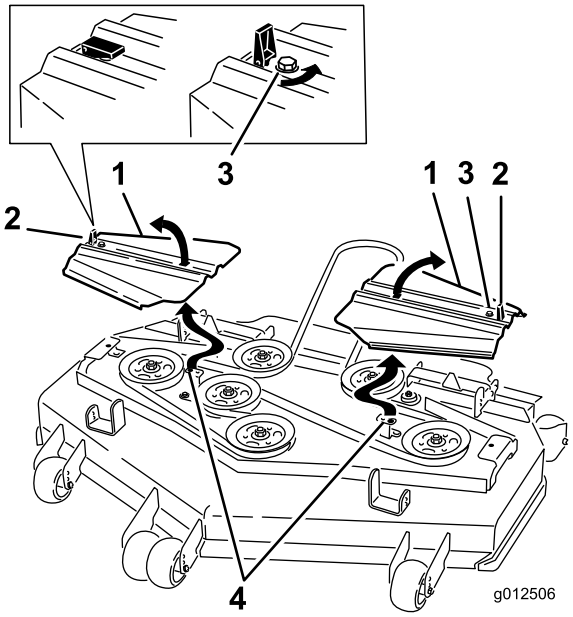

Figur 62
12. Monter remafskærmningerne, så tapperne går ned i rillerne. Isæt skruerne, og luk låsene (Figur 62).